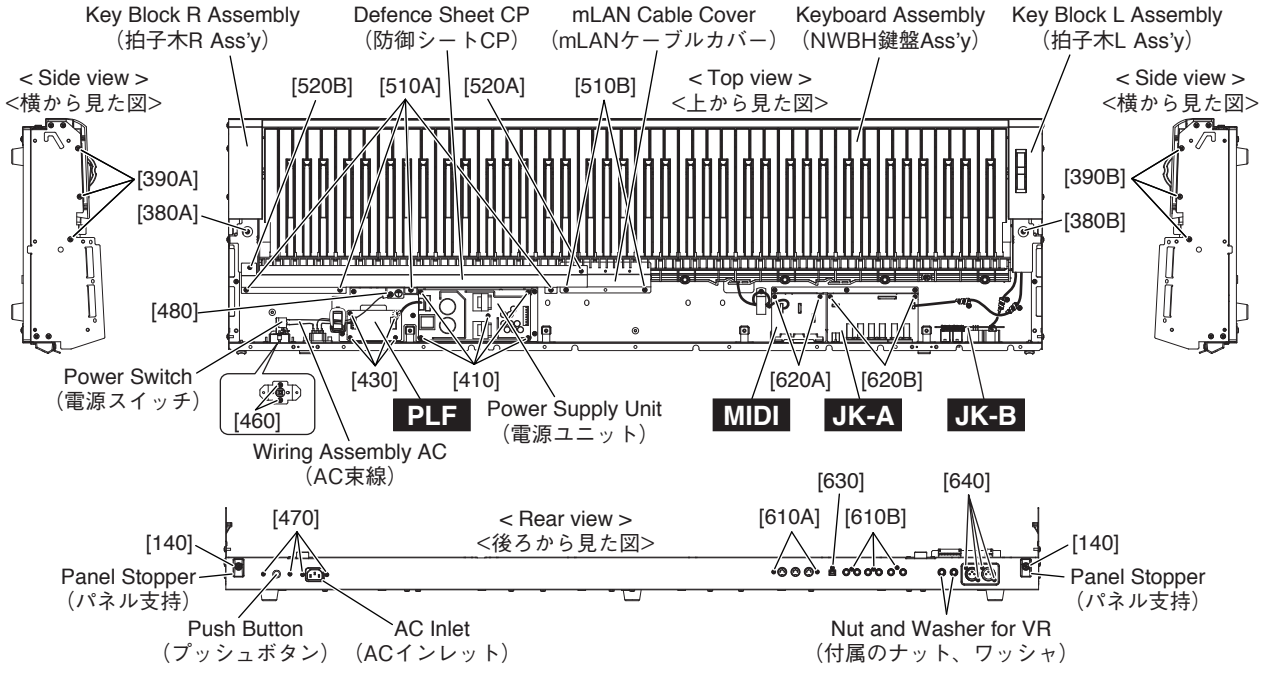

Fig.9（図 9）
8-3 Remove the following screws after removing the control panel assembly. Each circuit board and assembly on the bottom assembly can then be removed. (Fig.9)(Table 2)
8-3 コンパネ Ass'y を外すと、ボトム Ass'y 上の以下のシート基板、アッセンブリを外せます。(図 9)（表 2)
9-3 Remove the three (3) screws marked [390B], the screw marked [380B] and two (2) screws marked [110A]. The key block L assembly can then be removed. (Fig.2, Fig.9)
9-3 [390B] のネジ 3 本と [380B] のネジ 1 本と [110A] のネジ 2 本を外し拍子木 L Ass'y 外します。(図 2、図 9)
10-3 Remove the three (3) screws marked [390A], the screw marked [380A], the screw marked [520B] and two (2) screws marked [110B]. The key block R assembly can then be removed. (Fig.2, Fig.9)
10-3 [390A] のネジ 3 本と [380A] のネジ 1 本と [520B] のネジ 1 本と [110B] のネジ 2 本を外し、拍子木 R Ass'y を外します。(図 2、図 9)
13-3 Remove the screw marked [520A], the screw marked [520B] and the four (4) screws marked [510A]. The defence sheet CP can then be removed. (Fig.9)
13-4 Remove the two (2) screws marked [510B]. The mLAN cable cover can then be removed. (Fig.9)
13-3 [520A] のネジ 1 本、[520B] のネジ 1 本と [510A] のネジ 4 本を外し防御シート CP を外します。(図 9)
13-4 [510B] のネジ 2 本を外し mLAN ケーブルカバーを外します。(図 9)